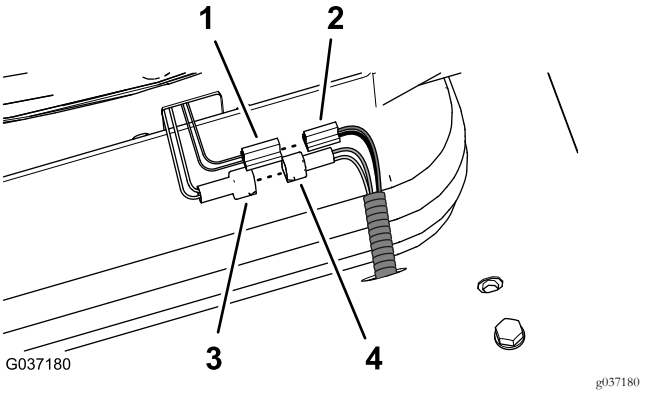
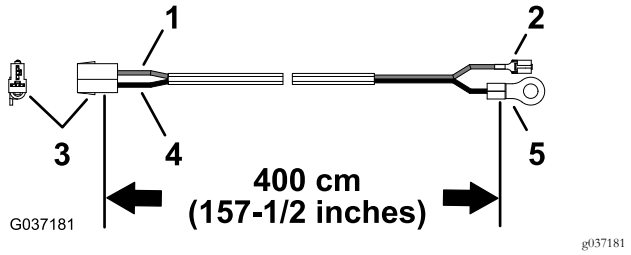

Figure 30
Figure 31
2. Connect to the connector for the seat switch (yellow and grey wires) to the connector of the machine wire harness (Figure 30).
3. Locate the 400 cm (157-1/2 inches) wire harness (with a ring terminal) as shown in Figure 31.
5. Connect the 2-blade connector for the seat-air-suspension into the 2-socket connector (black and red wires) of the 400 cm (157-1/2 inches) kit wire harness (Figure 30 and Figure 31).